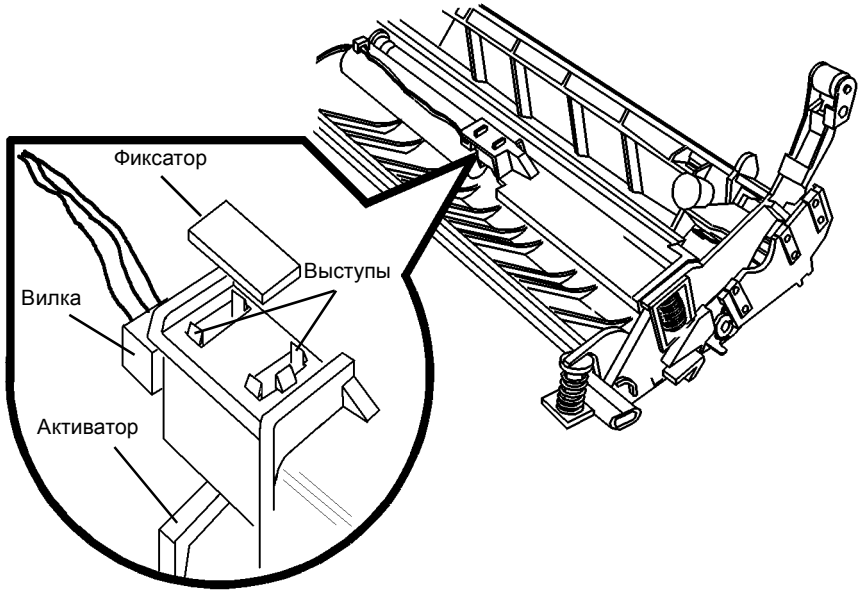

Рисунок 2 Снятие датчика регистрации
5. Снимите датчик регистрации (Рисунок 2).